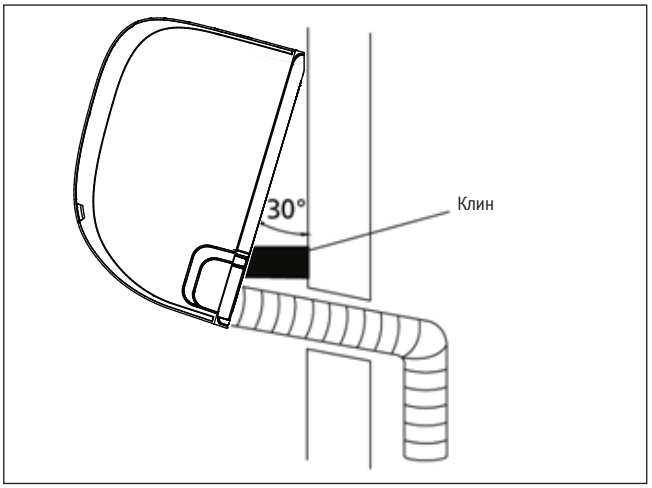

Рис. 20.
2. Для поддержания блока необходимо использовать скобу или клин, это обеспечит достаточно пространства для подключения труб подачи хладагента, сигнального кабеля и сливного шланга. Пример показан на **рис. 20**.